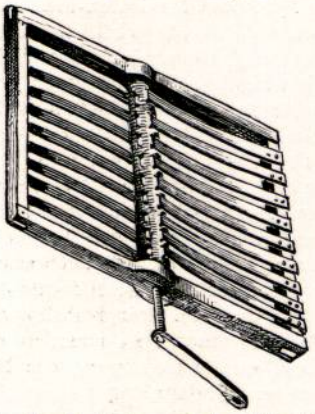

Abb. 227. Große Schnarre der Pfarrkirche zu Habelschwerdt.
5. Rätel oder Schnarre heißt das im 17. Jahrh. besonders von den Nachtwächtern verwendete hölzerne Instrument, dessen Holzfedern von einem oder mehreren gezahnten Rädern gezupft werden. Hamburg hatte 1671 die Rätelwache, d. h. eine Nachtwache, die mit der Rätel umherging. Abgebildet sieht man die Rätelwache 1698 in dem Werk über Stände von Ch. Weigel. — Eine Schnarre von 1 m Länge und 0,75 m Breite aus dem 18. Jahrh. besitzt die Pfarrkirche zu Habelschwerdt bei Breslau (Abb. 227).